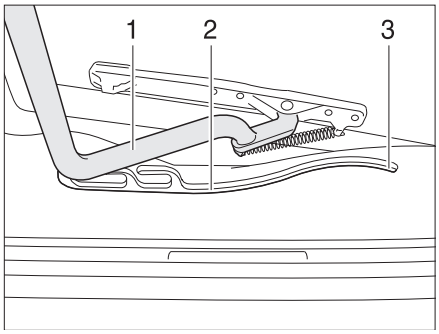

Fig. 43 Heki skylight, guide
- Pull the bar (Fig. 43,1) in the guides (Fig. 43,2) to the rearmost position (Fig. 43,3).
- Use both hands to push the bar (Fig. 43,1) slightly upwards.
- Pull the bar in the guides (Fig. 43,2) to the desired position.